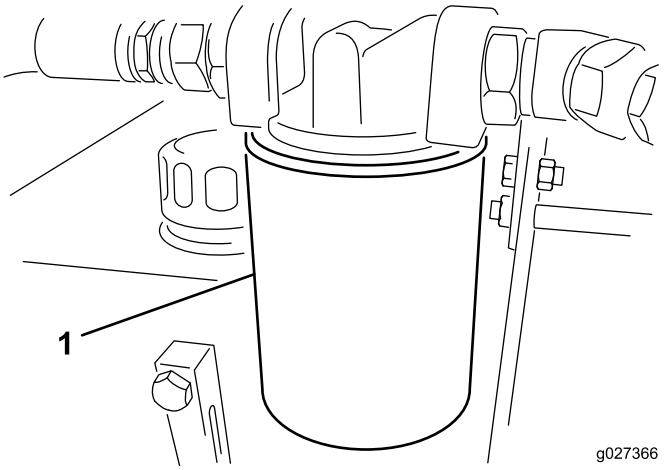

Figur 12
3. Plasser et tappefat under filteret, og ta ut filteret (Figur 12).